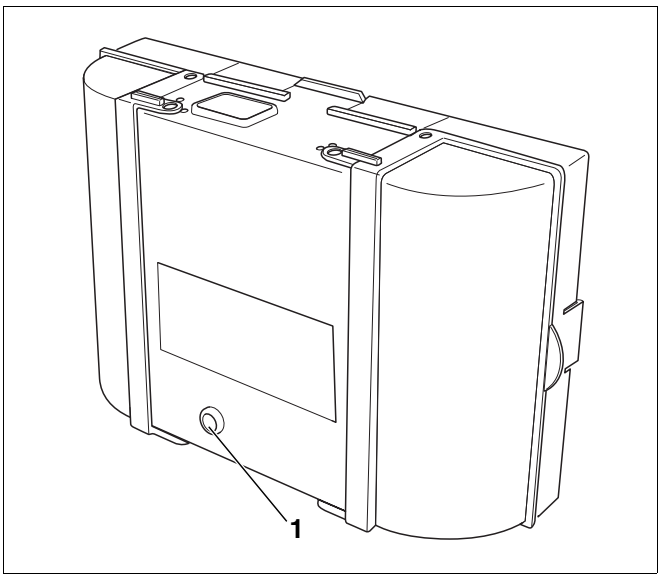

Bild 37 SAFe 30 Entstörtaster mit LED
- Entstörtaster (Bild 37, **Pos. 1**) länger als eine Sekunde drücken (entriegeln). Nach ca. fünf Sekunden geht der Brenner in den Anfahr- bzw. Betriebsmodus.